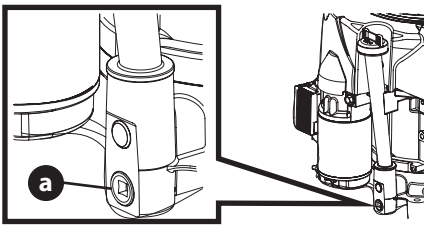

Figure 6
2. Retirez le bouchon (a) et laissez l'huile couler dans un récipient approprié (Figure 6 la page 37).